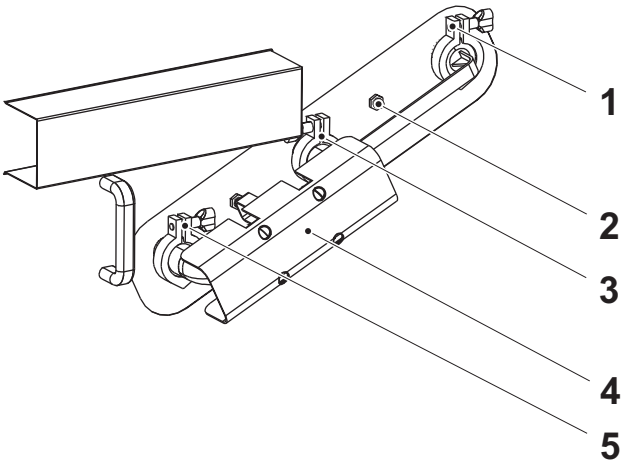

Fig 2 Production position
a) Connect the pipe (4) for production.
b) Remove the clamps (1), (3), and (5). Remove the pipe.
c) Turn the pipe as illustrated in Fig 2 Production position. Check that the gaskets are in place.